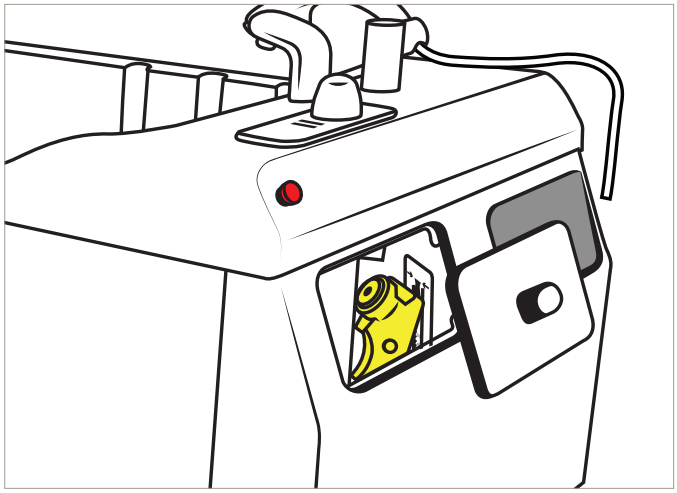

Abbildung 56
8. Entfernen Sie Abdeckung A. Siehe Abbildung 56.